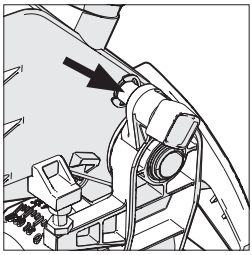

Rys. 16
- Należy upewnić się, że głowica tnąca znajduje się w pozycji zablokowanej, z bolcem blokującym wsuniętym całkowicie w gniazdo. **(zobacz Rys.16)**.
- Należy upewnić się, że głowica tnąca znajduje się w pozycji zablokowanej, z bolcem blokującym wsuniętym całkowicie w gniazdo. **(Rys. 16)**.
- wyciągnąć bolec blokujący głowicę **(Rys. 16)**, aby głowica mogła unieść się do górnej pozycji.